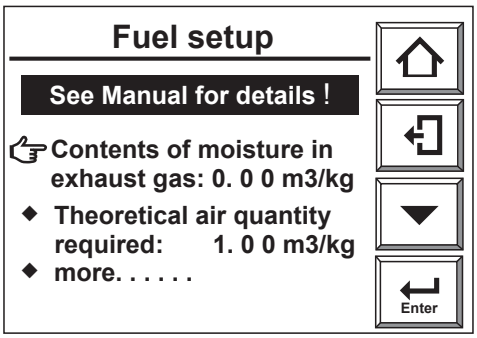
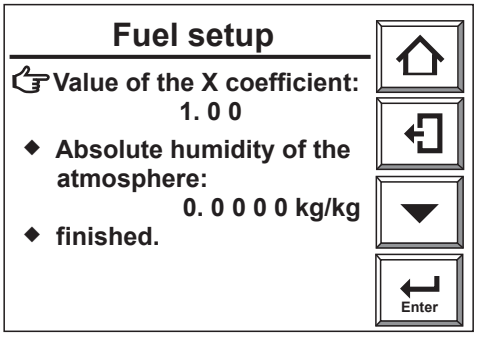

Figure 8.21 "Fuel Setup" display 1
Figure 8.22 "Fuel Setup" display 2
3) Select [Others] then [Fuel setup] and the display of Figure 8.21 appears.
5) Select [more] and touch the Enter key, and a display like Figure 8.22 is displayed. Here enter [Value of the X coefficient] and [Absolute humidity of the atmosphere] then select [finished] to revert to the display of Figure 8.21.